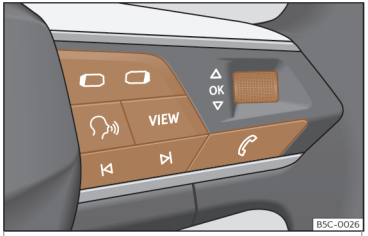

Fig. 64 Lato destro del volante multifunzione: tasti per l'utilizzo dei menu e delle indicazioni informative del quadro strumenti (a seconda della versione).
In presenza di un avvertimento con priorità 1 >>> pag. 79, non sarà possibile accedere ad alcun menu. Alcuni avvisi possono essere confermati o nascosti con il tasto OK del volante multifunzione>>> fig. 64.
- Se viene visualizzato un messaggio o il pittogramma di un veicolo, premere il tasto OK >>> fig. 64, se necessario ripetutamente.
- Per cambiare menu usare i tasti ▭ o ▭ >>> fig. 64.
• Per aprire il menu o l'indicazione informativa visualizzata premere il tasto OK>>> fig. 64 o attendere alcuni secondi, finché il menu o l'indicazione informativa non si aprirà automaticamente.
• Nel menu visualizzato ruotare la manopola destra del volante multifunzione>>> fig. 64 finché non verrà marcata l'opzione del menu desiderata. L'opzione appare contrassegnata.
• Premere il tasto OK>>> fig. 64 per effettuare le modifiche desiderate. Una marcatura indica che il sistema o funzione in questione è attivato.
Premere il tasto ▭ o ▭>>> fig. 64 .